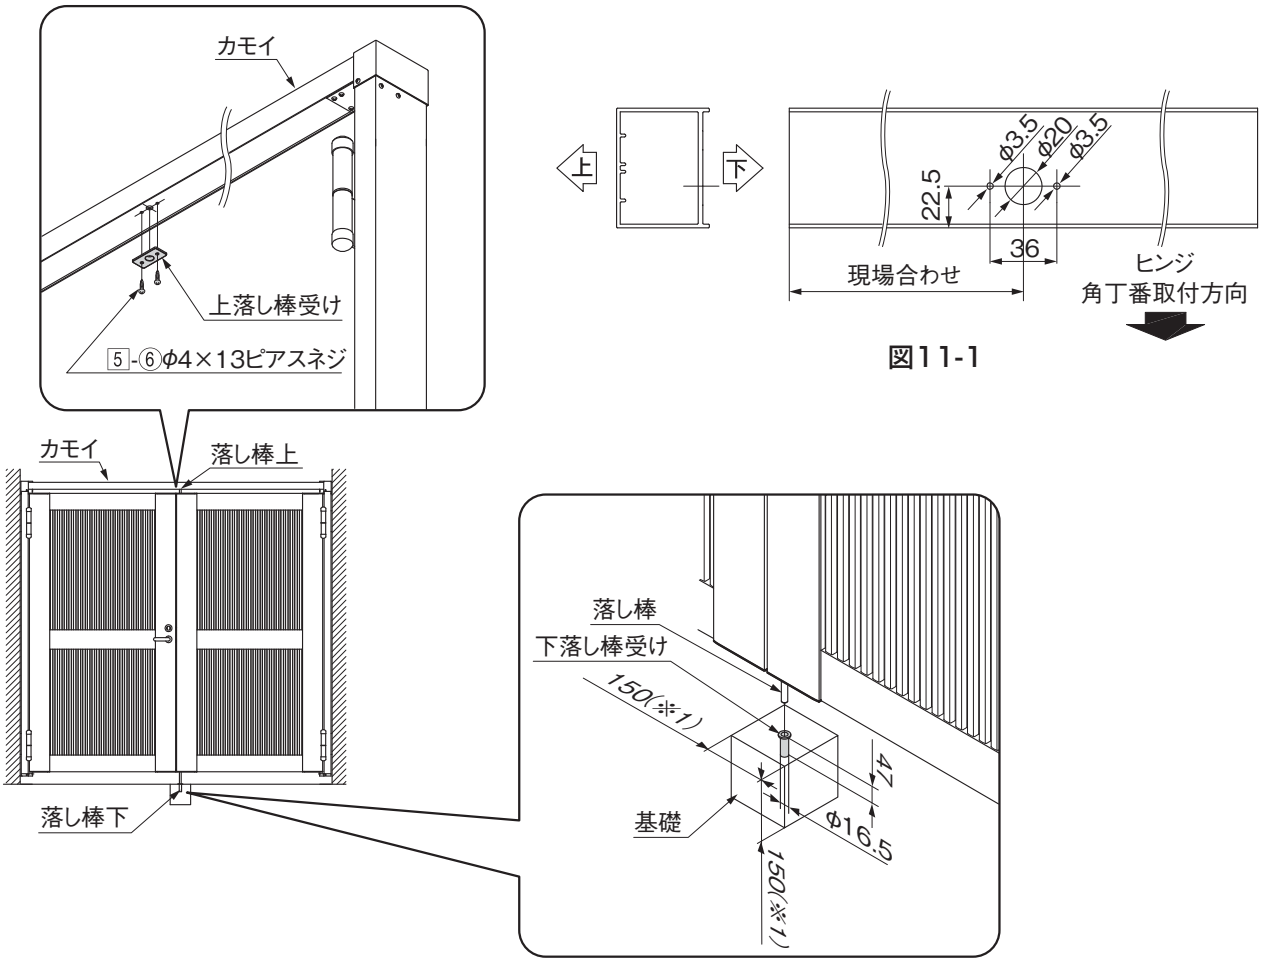

図11-1
❶ カモイに受扉を閉めた位置で落し棒上を収める位置にφ20とφ3.5の孔をあけてください。(図11-1参照)
❷ 孔加工をしたカモイに上落し棒受けを5-⑥で取付けてください。